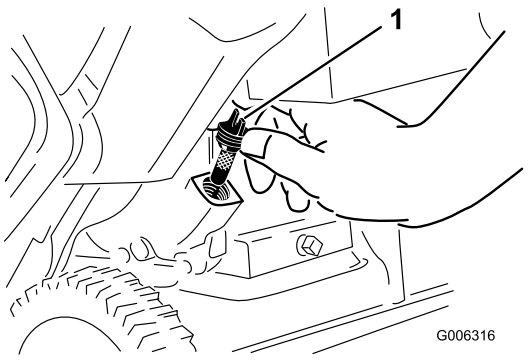

Рисунок 9
2. Очистите поверхность вокруг крышки маслозаливной горловины (Рисунок 9).